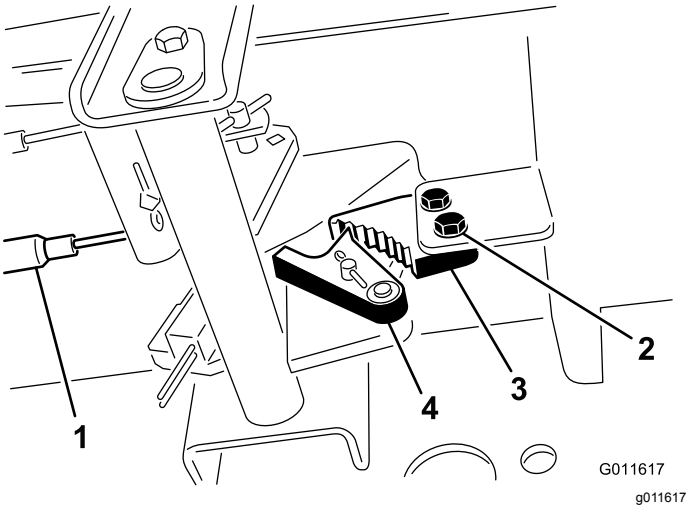

**Figur 73**
1. Lossa de två skruvar som håller fast parkeringsbromsens spärrhake på ramen (Figur 73).
2. Tryck parkeringsbromspedalen framåt tills bromsspärren griper in helt i parkeringsbromsens spärrhake (Figur 73).